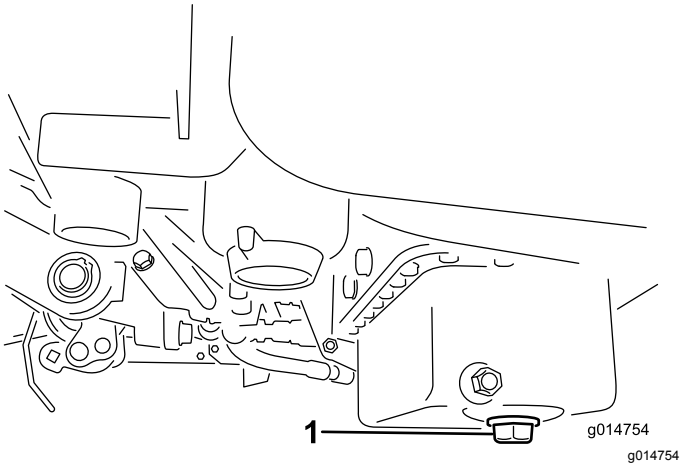

Figuur 26
1. Verwijder de aftapplug en laat de olie in een opvangbak lopen. Als er geen olie meer naar buiten stroomt, plaatst u de aftapplug terug (Figuur 26).